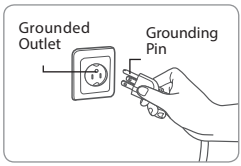

Figure 1
- **When you are not sure about grounding or whether the product is properly grounded, consult with a qualified electrician or service technician.a grounding plug that looks like the plug illustrated in Figure 1.**